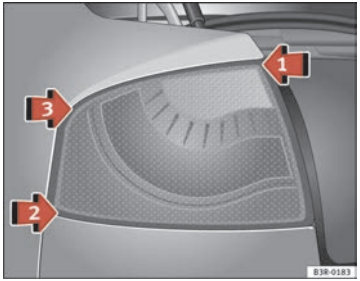
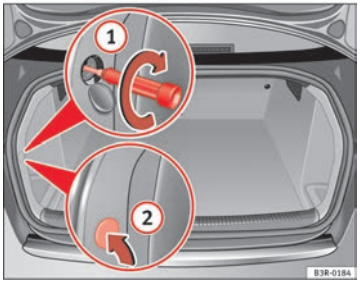

Fig. 217 Fitting the rear light unit
Fig. 218 Luggage compartment: Location of the bolt securing the rear light unit
- First place the rear light unit in ⇒ fig. 217 arrow (1) in the housing.
- Gently press the rear light unit against the housing, first in position (2) and then in position (3), until that the clips engage firmly in the rubber mountings.
- Apply gentle pressure to the front side of the rear light unit and secure using the screwdriver, from the luggage compartment ⇒ fig. 218 (1).
- Replace the cover (2) in the interior trim.